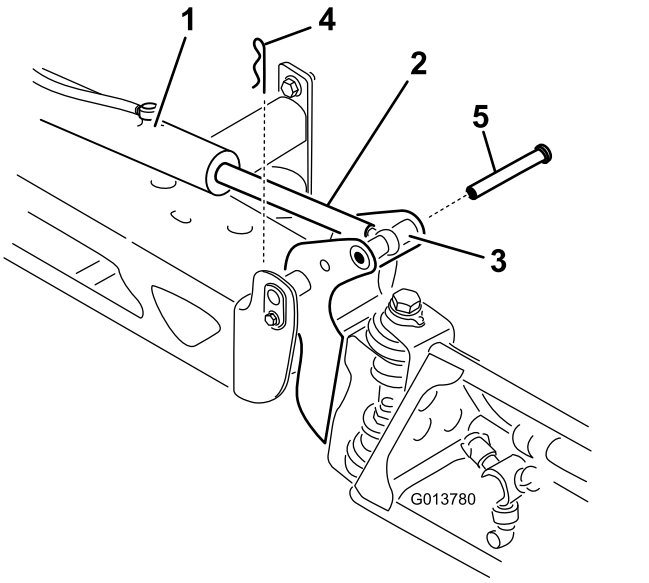

Figur 118
2. Ta bort saxpinnen från svängtappen (Figur 118).
3. Höj sprutrampen, ta bort tappen (Figur 118) och sänk därefter långsamt sprutrampen till marken.
9. Håll i sprutrampen och för in sprinten genom både svängleden och stångänden (Figur 118).